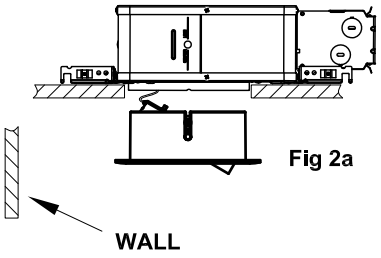

Fig 2a
a.) When using as a Wall Washer the TRIM ASSY must be positioned as shown in Fig. 2a below.